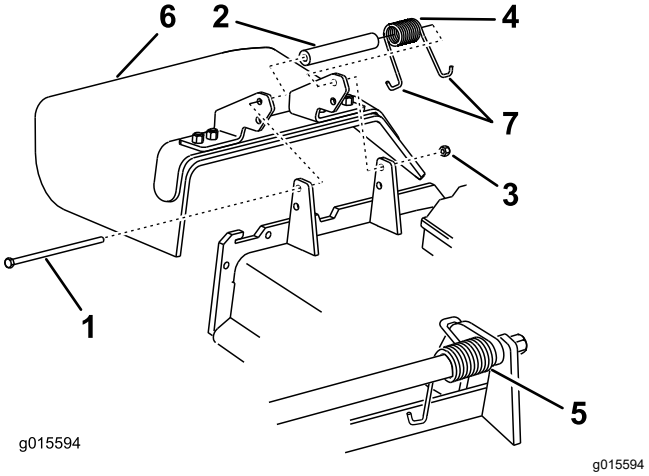

Figura 97
1. Retire la contratuerca, el perno, el muelle y el espaciador que sujetan el deflector a los soportes de pivote (Figura 97).
Nota: Asegúrese de colocar un extremo con gancho en **J** del muelle detrás del reborde de la carcasa antes de instalar el perno, según se muestra en Figura 97.
6. Coloque 1 extremo en **J** del muelle alrededor del deflector de hierba (Figura 97).